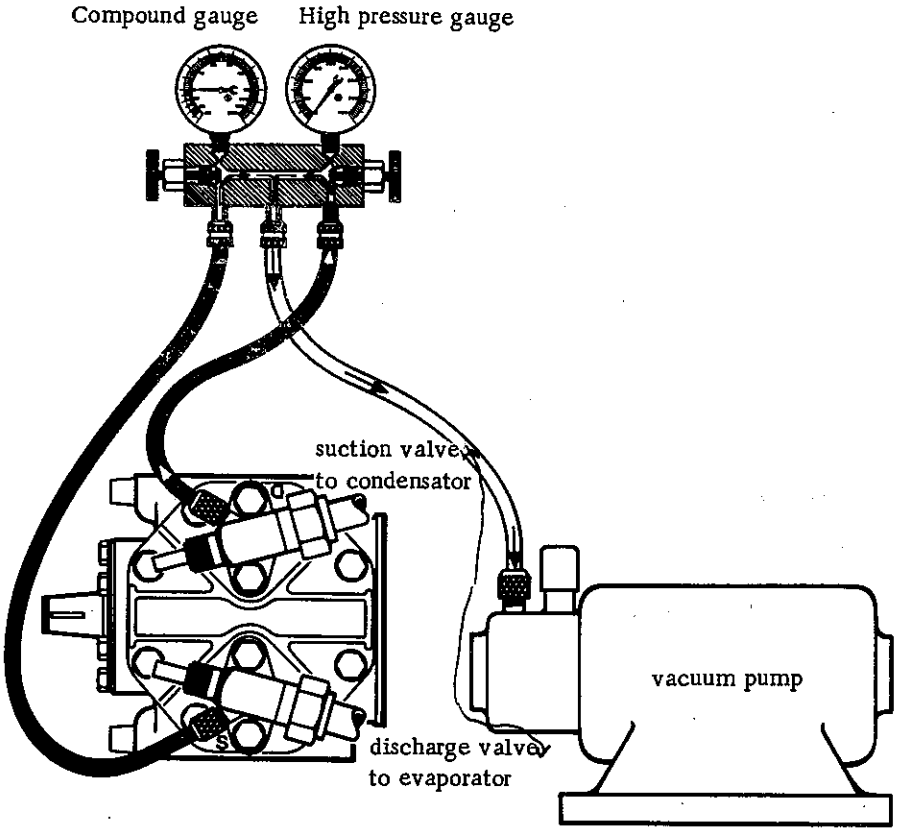

Fig. 9
5. Connect hoses of manifold gauge set (refer to Fig. 9). Connect hose from compound gauge to suction service valve (designation on cylinder head "Suction").